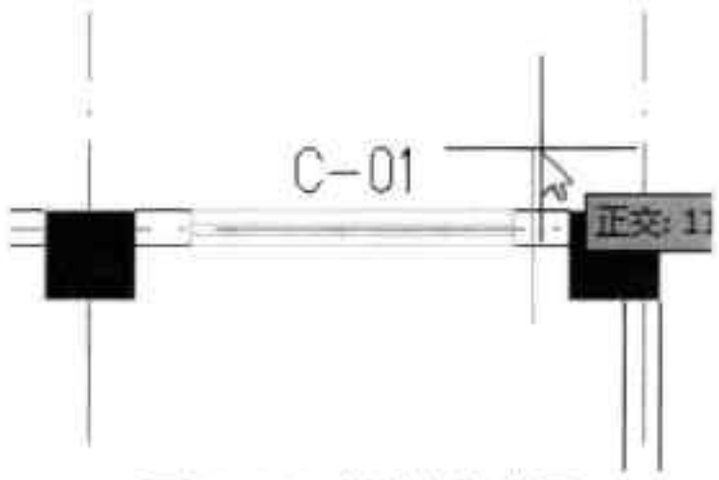

图17-110 指定标注位置
Step13 执行“尺寸标注 > 门窗标注”命令，指定内、外墙任意一点，如图 17-110 所示。